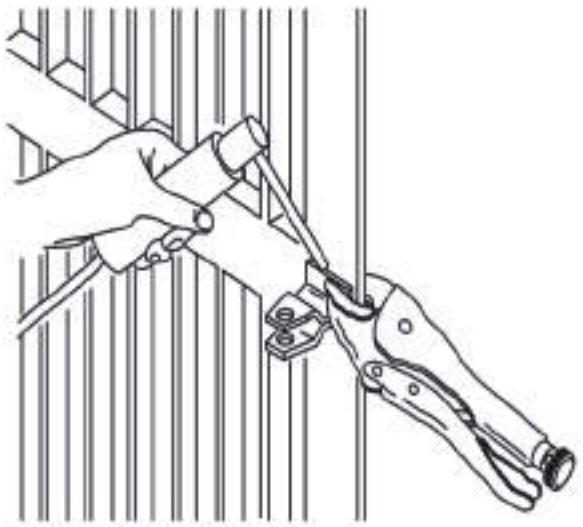

Fig. 5
M) Suelde definitivamente el empalme posterior en la hoja. Para realizar dicha operación libere momentáneamente el operador del empalme para evitar que las escorias de soldadura puedan dañarlo (fig. 5);